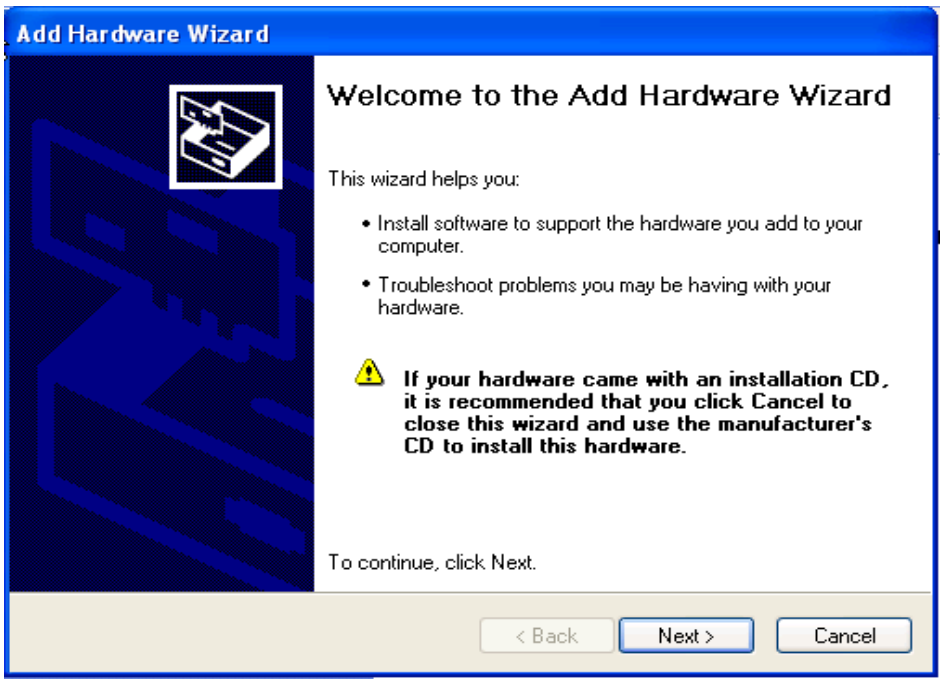

Figure E-11. Add Hardware Wizard
5. Go to Start -> Control Panel -> Add Hardware. This will bring up the Add Hardware Wizard as shown in *Figure E-11*. Click on “Next.”